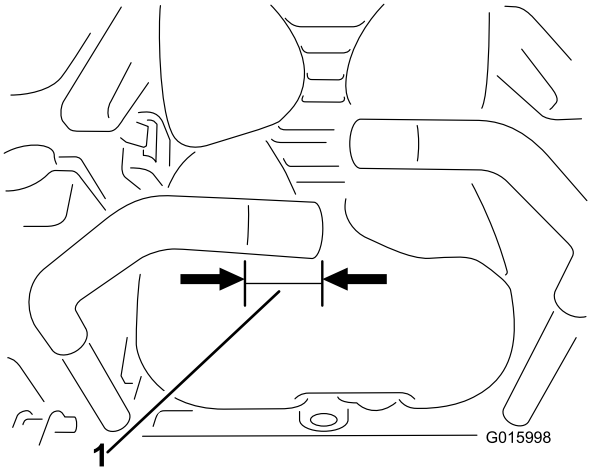

**Figura 8**
1. Recorte 40 mm de la palanca de control de movimiento de la derecha (Figura 8). Utilice una resina de époxi de dos componentes para pegar el adaptador de montaje del interruptor a la palanca de control de movimiento (Figura 8).